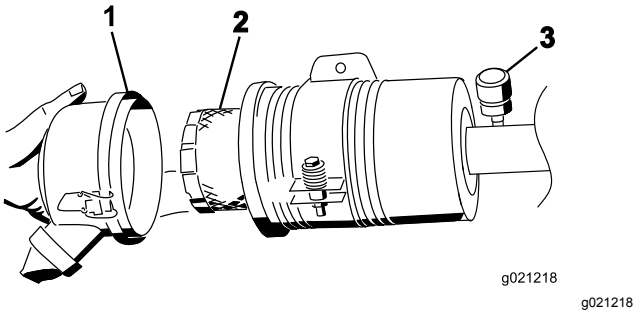

**Figur 84**
5. Afmonter og udskift filteret (Figur 84).